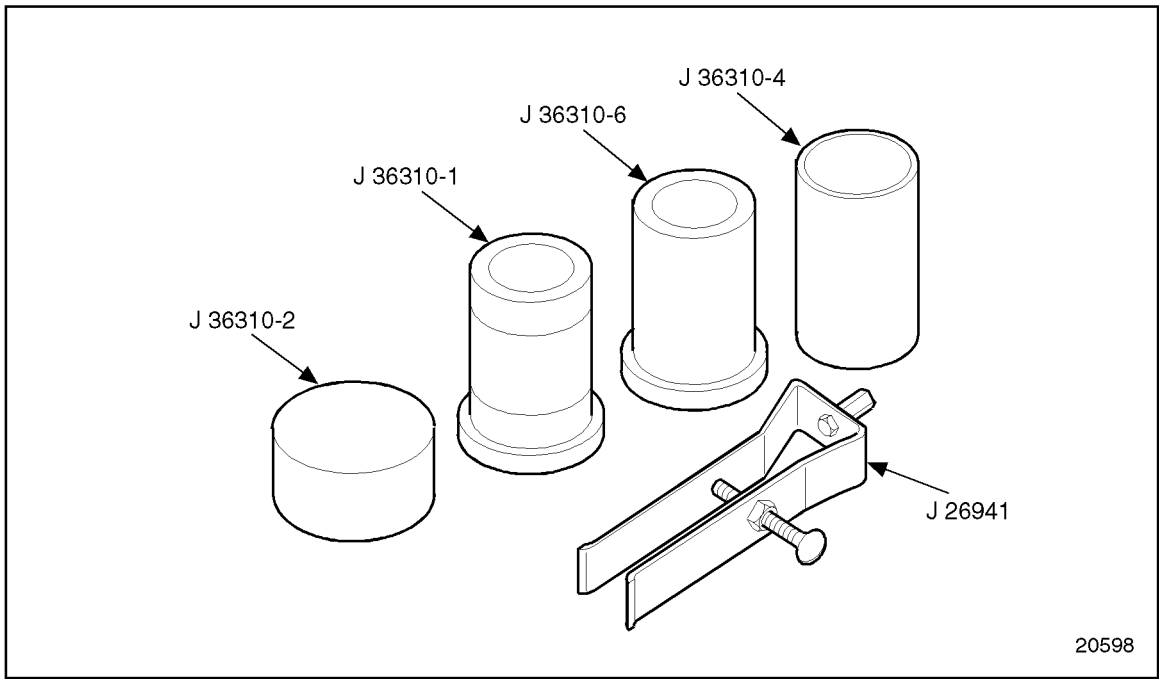

Figure 10-20 Air Compressor and Fan Drive Service Tool Set
8. Use the air compressor and fan drive service tool set, J 36310-A, for disassembly. See Figure 10-20.